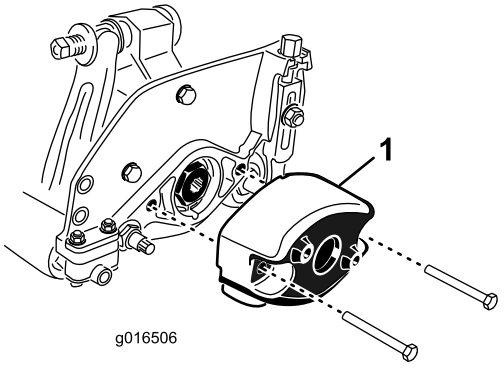

Figur 7
1. Fjern de to hodeskruene som fester motvekten på høyre side av klippeenheten. Fjern motvekten (Figur 7).